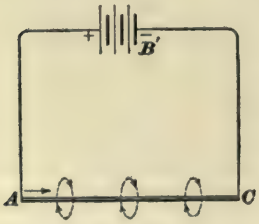
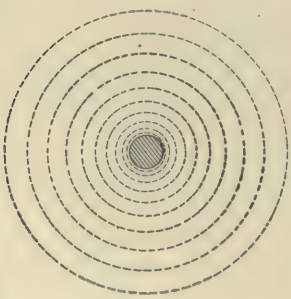

FIG. 12.
FIG. 16.
**24. General Principles.**—If an electric current be passed through a wire, the wire will become surrounded by lines of force and act like a magnet. In Fig. 12, $B'$ is a battery, and $A$ $C$ is a wire through which $B'$ sends the current. As soon as the current passes through $A$ $C$, lines of force surround the wire and give to it the power of attracting pieces of iron and wires carrying current. If the trap doors in a motor car are lifted, and the motor leads closely watched, it will be observed that, when the motorman throws the current on, some of the motor leads swing in towards the motor, and, when he throws the
**27.** In Fig. 12 it will be seen that a wire carrying current is surrounded by a series of little circular lines of force. In Fig. 16 this is made plainer; here the wire carrying a current is supposed to pass straight down through the page on which we are reading, and the dotted circles show the series of concentric lines of force, the distance apart of which increases as the lines become more removed from the center of the wire. The number of these lines of force depends on how many turns of wire are in the spiral, and on how many amperes of current are flowing through these turns of wire. If the number of turns of wire or the number of amperes of current is doubled, the number of lines of force is doubled; if both the turns of wire and the amperes of current are doubled, the